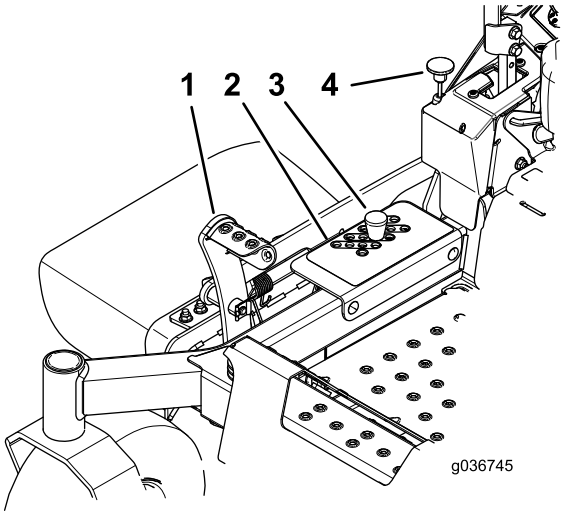

**Figuur 29**
2. Trap het maaidekpedaal in en breng het maaidek omhoog tot de TRANSPORTSTAND (dit is tevens de maaihoogtestand van 127 mm), zie Figuur 29.
3. Verwijder de pen uit de maaihoogtebeugel (Figuur 29).
4. Kies de opening in de maaihoogtebeugel die overeenkomt met de gewenste maaihoogtestand, en steek de pen daarin (Figuur 29).